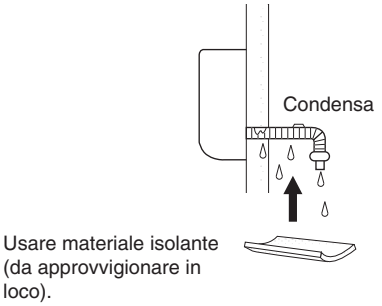

Fig. 3-36
c) Se il tubo di scarico deve scorrere in un ambiente interno è raccomandabile isolarlo* affinché la condensa non danneggi i mobili o il pavimento. (Fig. 3-36)